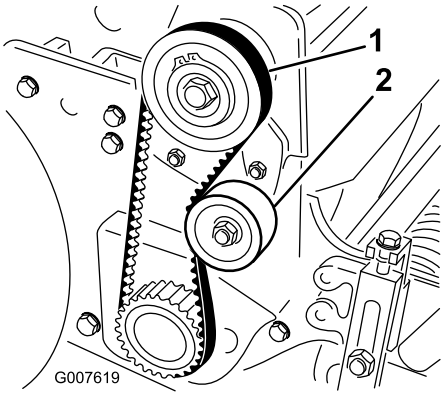

**Figur 35**
2. Kontroller remspændingen ved at trykke remmen ned midtvejs mellem remskiverne (Figur 35) med en kraft på 18 til 22 N. Remmen skal afbøje 6 mm.
A. Løsn styreremskivens monteringsmøtrik, og drej styreremskiven med uret mod bagsiden af remmen, indtil du opnår den ønskede remspænding (Figur 35).